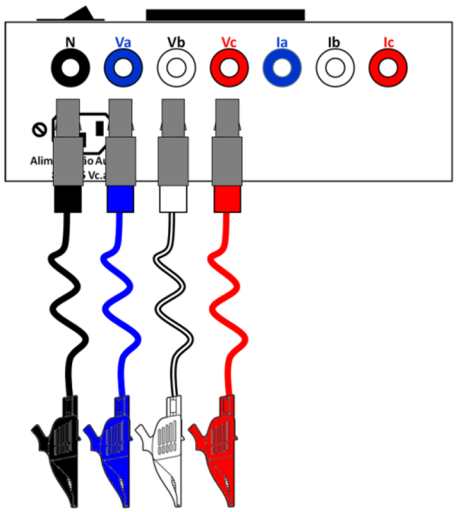

Figura 1
- Seguindo o esquema adequado para ligação, conectar os cabos de tensão aos bornes do MPK NG, conforme exemplo da figura 1.